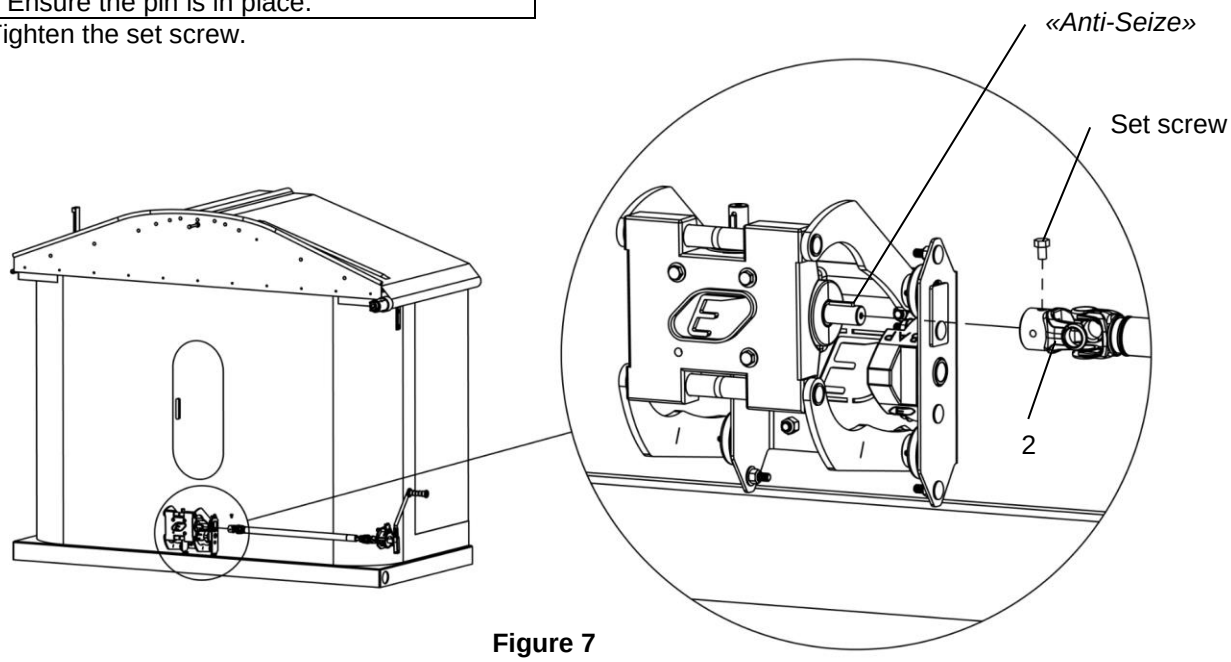

Figure 7
6. **Figure 7.** Apply *Anti-Seize* on the extremity of the gearbox.
7. Connect the crank universal joints (2) to the gearbox.